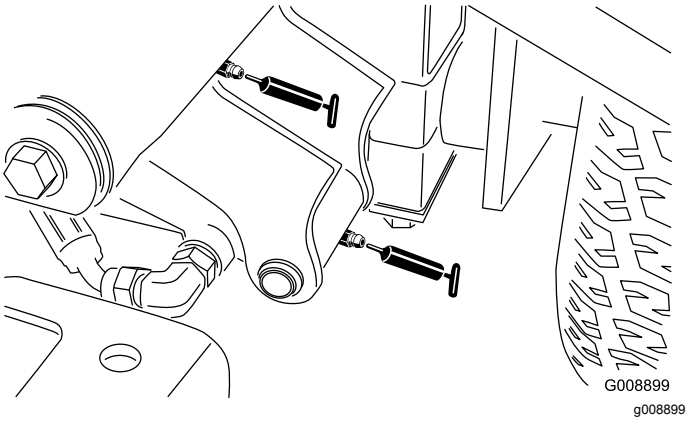

Figura 37
- 2 perni del braccio di sollevamento anteriore sinistro e cilindro di sollevamento (Figura 37)